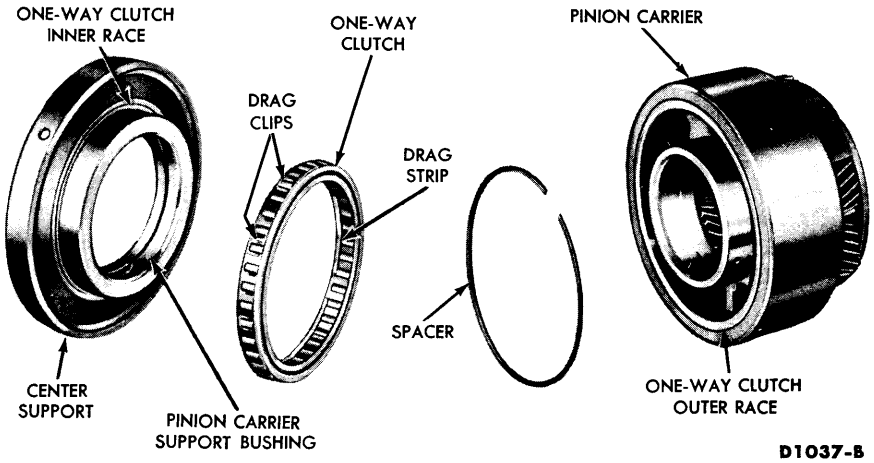

FIG. 10—Pinion Carrier, One Way Clutch and Center Support
1. On the pinion carrier, inspect the clutch outer race, band surface, pinion gears, bearings and thrust washer (Fig. 10) for scores.